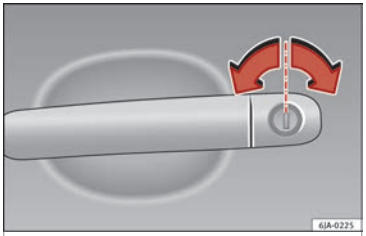

Fig. 3 Driver-side door handle with lock cylinder.
- Insert the key shaft into the lock cylinder to unlock or lock the vehicle ››› **Fig. 3**.